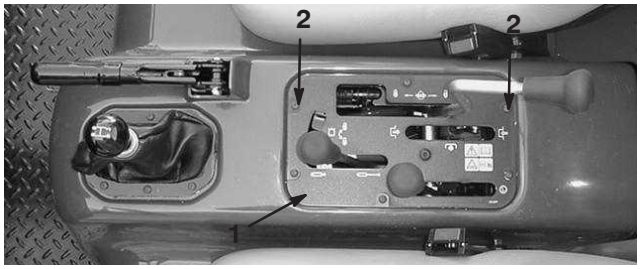

**Figure 14**
**1.** Retirez les vis avant et arrière qui fixent le côté droit de la planche de bord à la console centrale du Workman (Fig. 14).